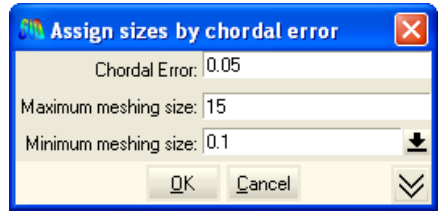

Figure 33. Defining unstructured size by chordal error.
3. Select **Mesh→Unstructured→Sizes by Chordal error** and set the values as shown in Figure 33.